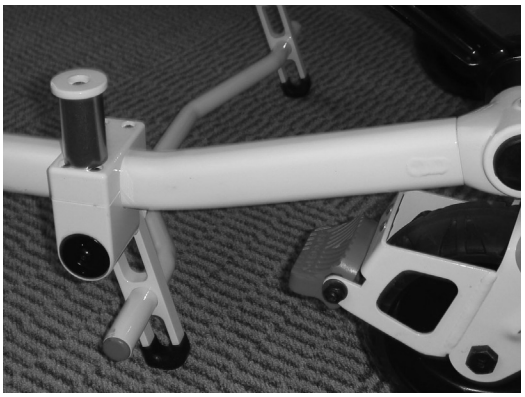

Figur 39
3. Båda användarna måste säkerställa att stödet är i det låsta läget framåt, såsom visas i Figur 39.